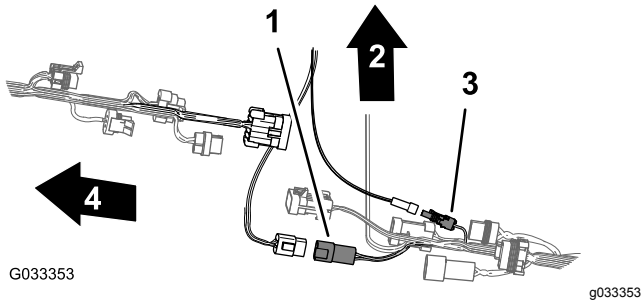

Figur 92
6. For at lette tilslutningen af det elektriske navigationsledningsnet og dataledningsnet skal det sikres, at konnektoren med 1 sokkel og konnektoren med 4 sokler på det bageste ledningsnet er rettet ind øverst på ledningsnettet (Figur 92).